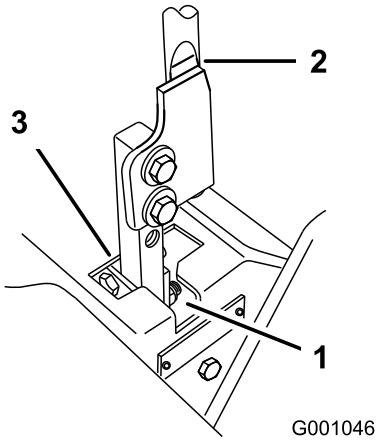

Figur 76
5. Flyt grebet til den neutrale position, men ikke låst (Figur 76).
6. Træk håndtaget tilbage, indtil gaffelbolten (på armen under drejeakslen) berører enden af åbningen (begynder netop at lægge tryk på fjederen) (Figur 76).
7. Kontroller, hvor håndtaget er i forhold til hakket i konsollen (Figur 76). Det skal være i midten, så håndtaget kan dreje udad til den neutrale låseposition.